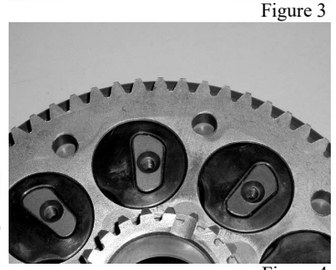

Figure 4
- Install the stock primary drive gear and the stock cushions onto your new Hinson Basket (Figure 4), you are able to use a lubricant such as WD-40 to get the gear to slide on easier